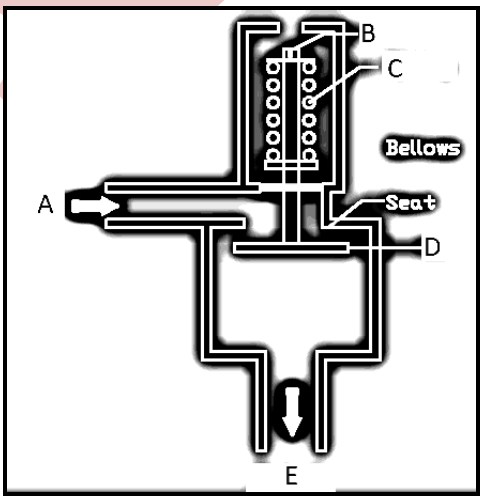

FIGURE 4: Crankcase Pressure Regulator
5.3 Refer to FIGURE 4, the Crankcase Pressure Regulator and answer the following questions.
5.3.2 Figure 4 below shows schematic of a Crankcase Pressure Regulator (CPR). Label the parts by writing the answer next to the letter (A–E) in the ANSWER BOOK. (5)